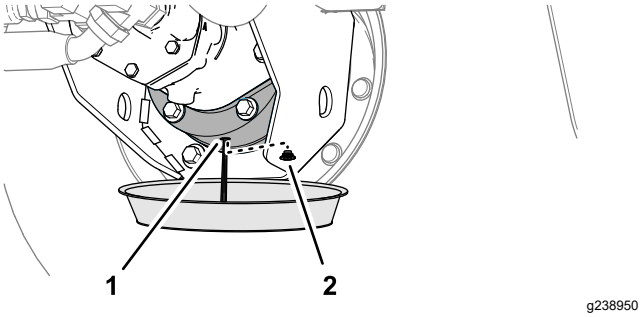

Figur 100
6. Placera ett avtappningskärl under bromshuset, ta bort avtappningspluggen och låt allt smörjmedel rinna ned i kärlet (Figur 100).